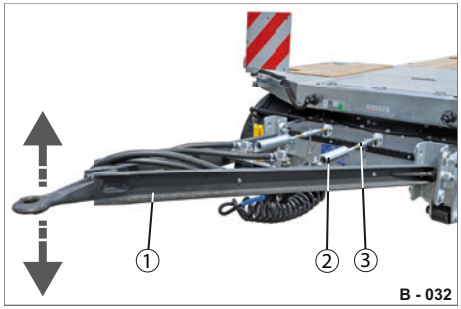

Abb. 48 Höheneinstellung - Variante 1/2
Die Höhe der Zuggabel wird mit der zweiteiligen Verstell-Mechanik (Abb. 48/3) reguliert.
Die Zugfedern (Abb. 48/2) sorgen für ein gewisses Spiel zum Einfedern der Zugöse im Fangmaul der Kupplung.
▶ Prüfen Sie die Höhe der Zuggabel (Abb. 48/1) vor dem Ankuppel-Vorgang.